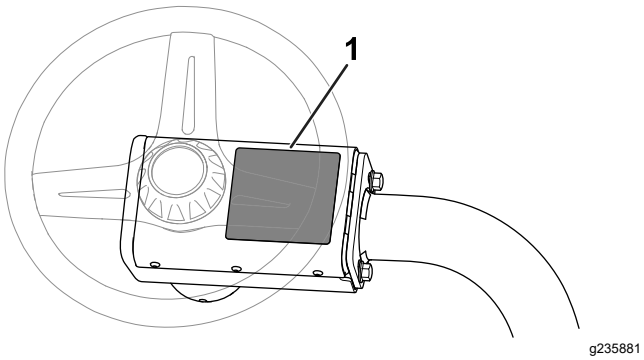

Figura 9
- Applicate l'adesivo di avvertenza CE (n. cat. 136-8505) sull'adesivo di avvertenza esistente (n. cat. 136-8506). La Figura 9 illustra la posizione dell'adesivo di avvertenza.